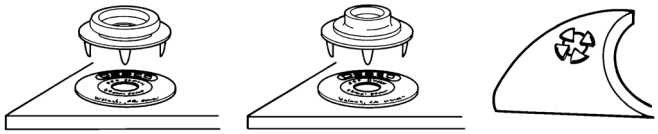

Figure 9. Installing push and clinch mat grounding snap.
3. The second type of mat grounding snap is the push and clinch snap. This snap is designed for use with any type of soft mat material: dissipative, conductive or multi-layered. It is recommended for use with three-layered material, because it provides excellent contact with the internal conductive scrim layer. It is recommended that before inserting this snap, the mat be punctured with a sharp tool where the snap will be placed. Take precautions not to cut your hand. Push and Clinch snaps are available as a snap stud as item 09861 and as a snap socket as item 09863.
B. Center the prongs on the snap assembly with the label. Apply pressure to the snap until the prongs come through the back of the mat, then clinch over prongs to secure snap as shown in Figure 9.